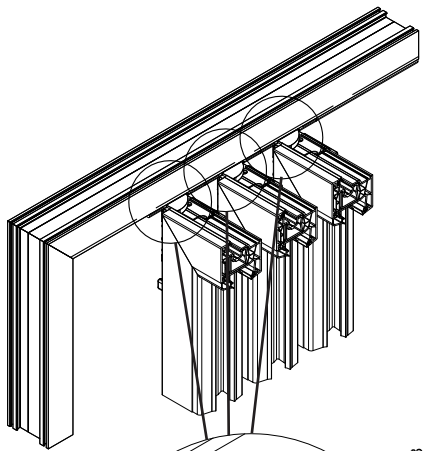

Abb. 3
6. Sind alle Schiebeflügel eingebaut, wird die Lage der Flügel zur Hilfslinie (8 mm) nochmals überprüft, und gegebenenfalls die Justierung des Rahmens korrigiert (Abb. 3).
Der Abstand des Drehteillagers und dem Drehteillager - Einlauf auf der Oberseite des Schiebeflügels beträgt maximal 1 mm (Abb. 3).